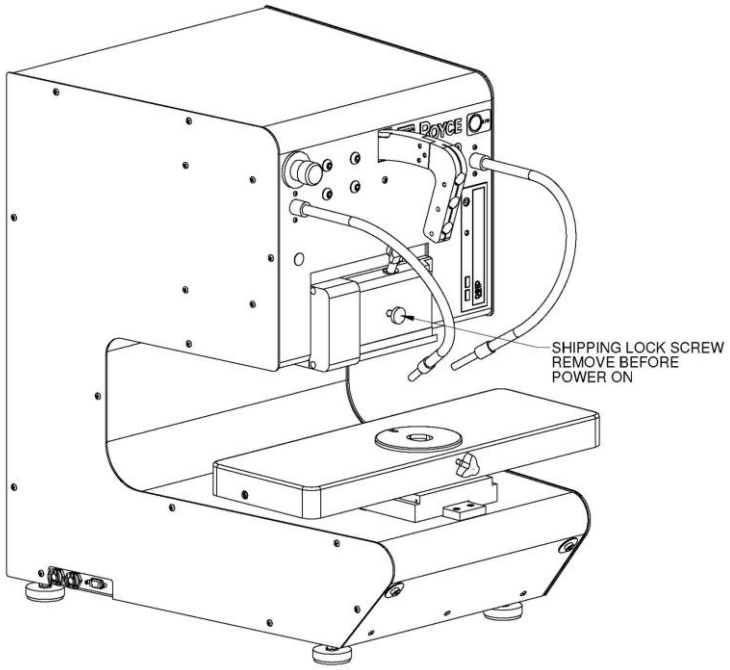

Figure 3. Shipping Lock Screw
2. Remove the shipping lock screw from the Z axis module mount as shown in Figure 3.